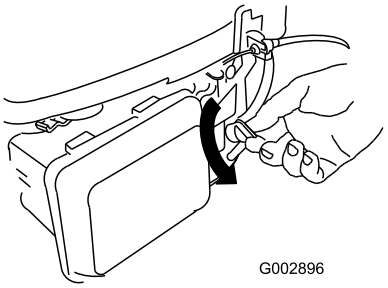

Figur 20
2. Vrid bränsleventilreglaget till det påslagna läget (Figur 20).